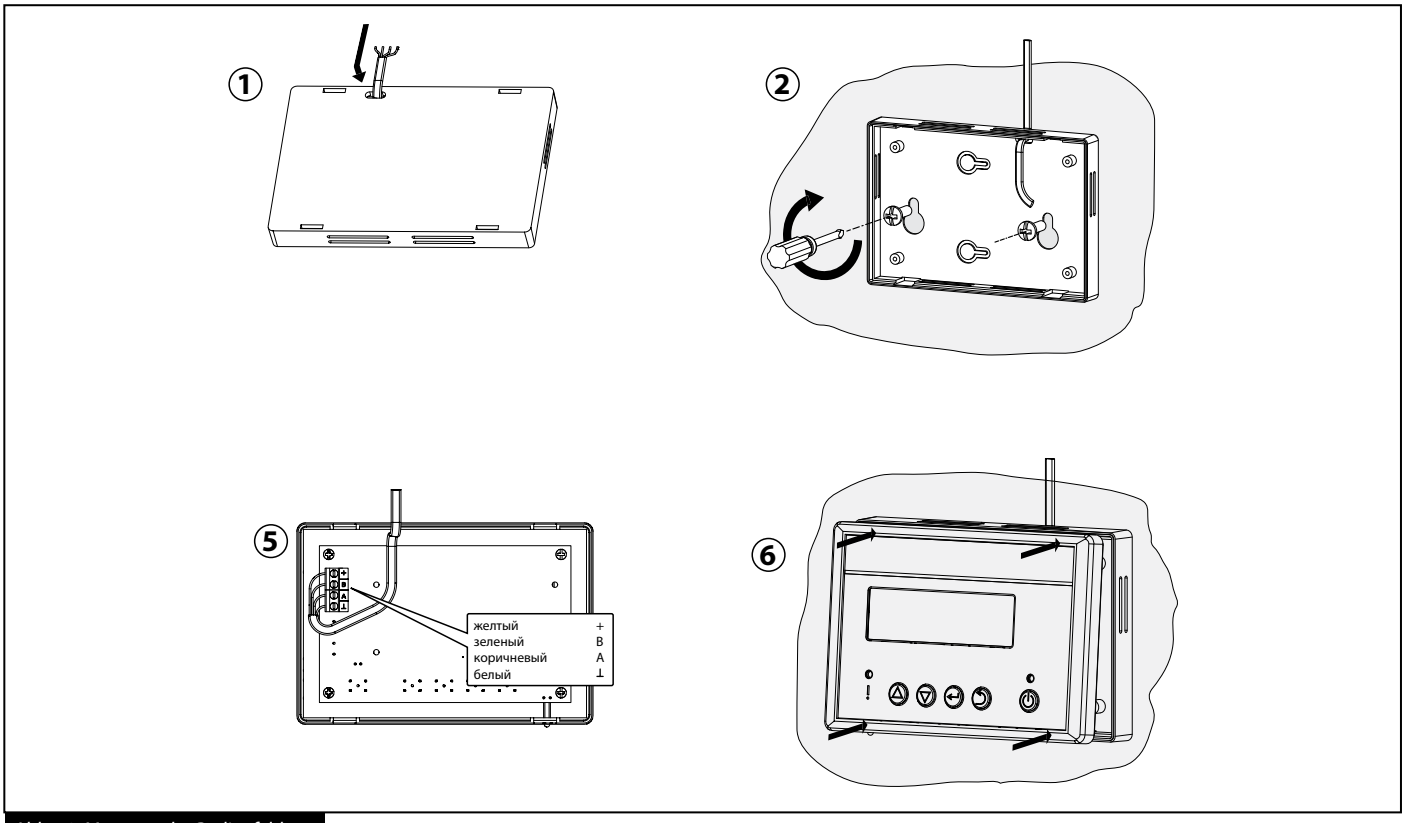

Abb. 10. Montage des Bedienfeldes
3. Installieren Sie das Bedienfeld, wie in Abb. 10 abgebildet: